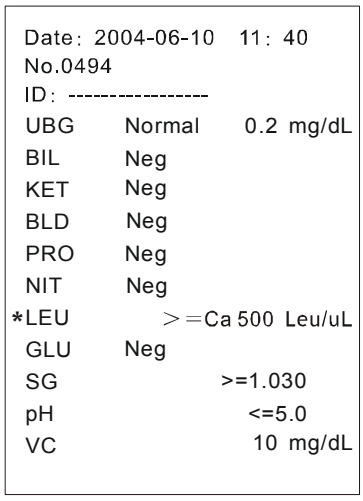

Figure 3-31
- When “Plus system” is “OFF” and “Result Unit” is “Conventional”, the result is as figure 3-31.